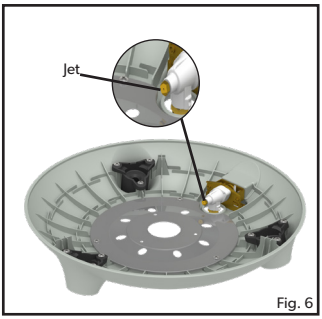

Fig. 6
- **Pour remplacer le jet** : Retirez toutes les surfaces mobiles ainsi que le plateau utilitaire et les pieds de l'appareil. Retournez la base du brûleur et retirez les 3 vis du couvercle inférieur (fig.4) pour séparer la base du brûleur de l'assemblage du brûleur (fig. 5). Débranchez le fil Piezo en prenant soin de ne pas l'endommager et retirez l'ensemble du brûleur du corps de la base du brûleur pour exposer le gicleur (fig. 6). Le gicleur peut maintenant être retiré à l'aide d'une clé appropriée. N'utilisez pas de pinces car cela pourrait endommager le gicleur et le rendre inutilisable ou impossible à retirer. Visser le nouveau gicleur dans la valve. Ne pas trop serrer car cela pourrait endommager l'appareil.